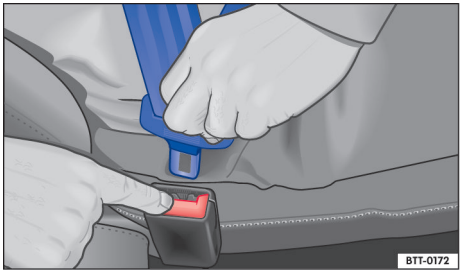

图 23 从安全带锁扣内松开锁舌
– 按住锁扣上的红色按钮 →图 23，安全带锁舌自锁扣内自动弹出。